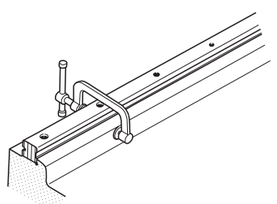

Fig. 35 Fixing of track rail
❷Fixing of track rails
- Correctly fit the reference mounting surfaces of Track Rails Ⅰ and Ⅱ to the reference mounting surfaces of the bed and bring them in close contact using a small vise, etc. Tighten the mounting bolt at the position of the vise. (See Fig. 35.)